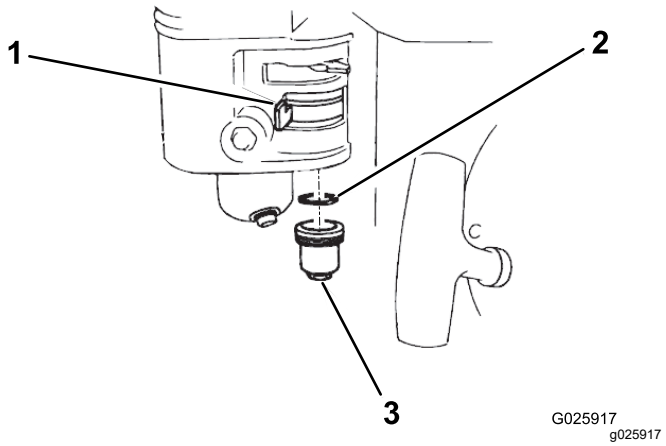

Figur 34
2. Flyt brændstofafbryderventilen til positionen OFF (fra) (Figur 34).
3. Fjern bundfældningsskålen og O-ringen (Figur 34).
6. Anbring O-ringen i brændstofafbryderventilen, og monter bundfældningsskålen (Figur 34). Spænd bundfældningsskålen sikkert fast.